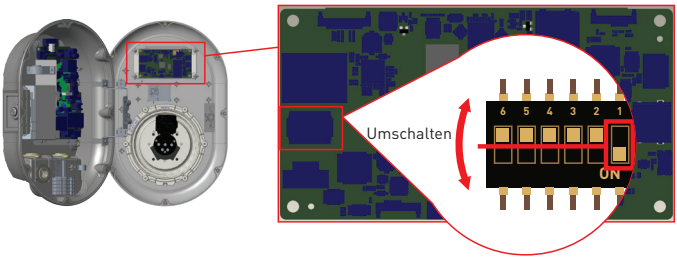

Figure.26
- Schalten Sie die erste Position des DIP Schalters, der sich auf der Smartboard des Ladegeräts befindet, wie in Abbildung 26 dargestellt, um. Danach schalten Sie das Ladegerät bitte wieder ein.